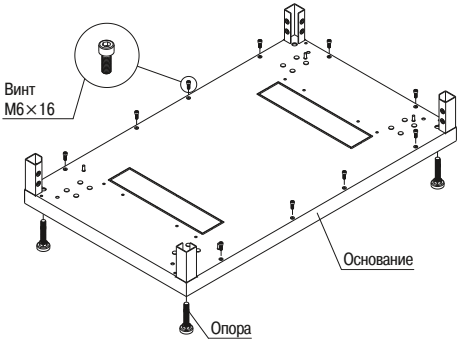

Рисунок 1 – Нижнее основание
3.1.1 Извлеките из первого места составные части изделия*. Установите на нижнее основание опоры и винты М5×16 (10 шт.) с цилиндрической головкой (рисунок 1).